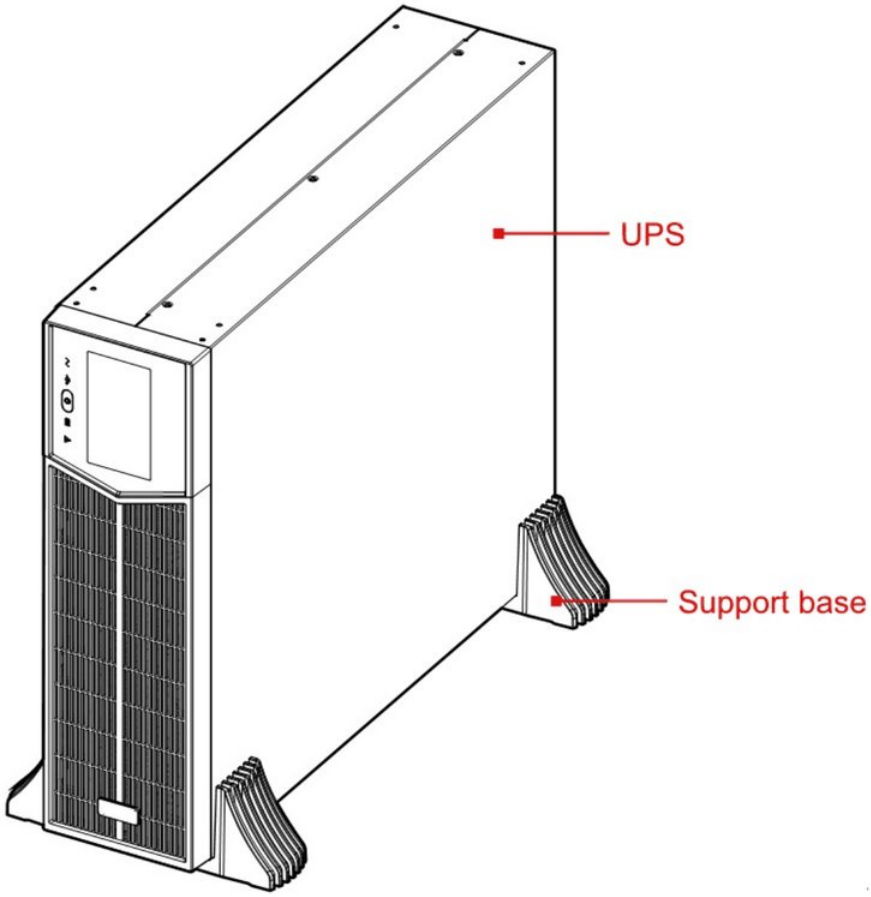

FIGURA 3-3 Posa dell'UPS
2. Appoggiare l'UPS sulla base assemblata, come mostra la Figura 3-3.